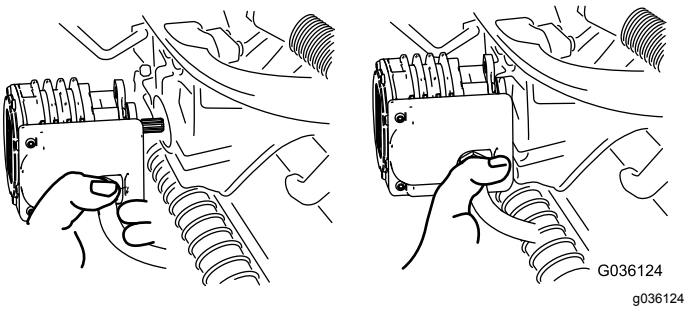

**Rysunek 55**
4. Umieść silnik w magazynku znajdującym się z przodu ramienia podwieszonego (Rysunek 55).